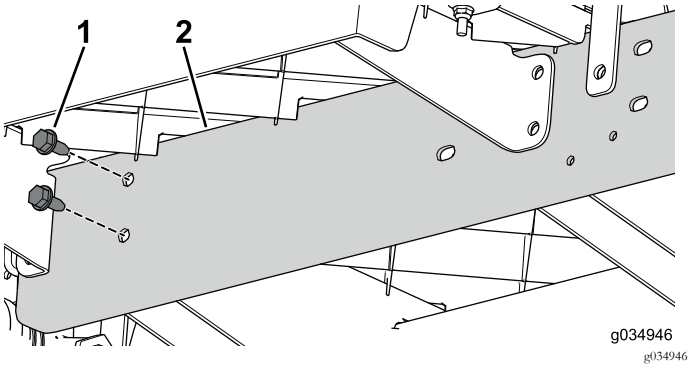

Рисунок 74
6. С помощью двух болтов (5/16 x 3/4 дюйма) установите, не затягивая, удлинительную балку на центральный швеллер в передней части автомобиля (Рисунок 74).